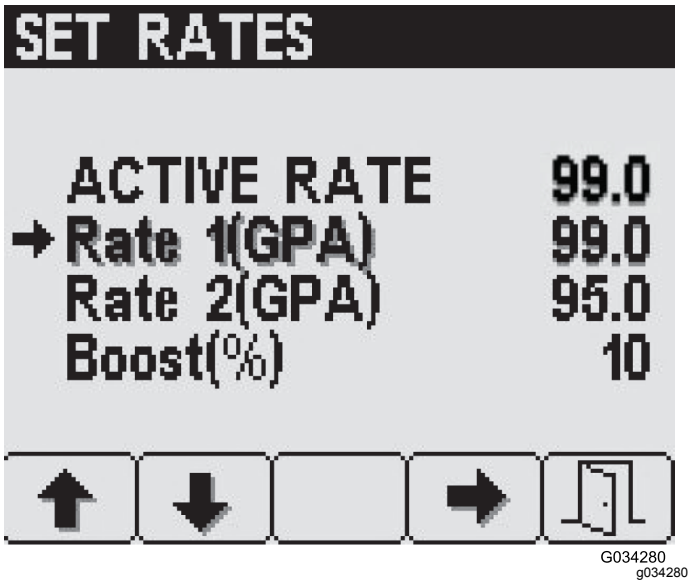

図 17
メインメニューでボタン2を何度か押して図 16Set Rates へ移動し、ボタン4で Set Rates を選択します図 17。
1. ボタン 1 または 2 を押して希望する増減パーセントを表示させる図 17。